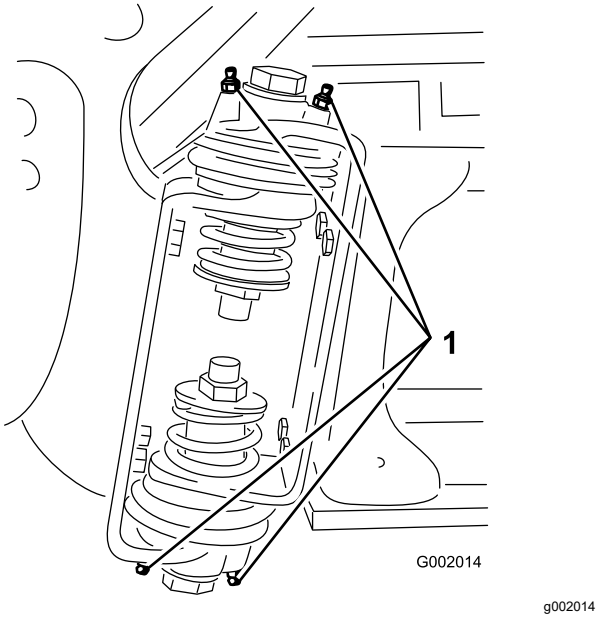

Figur 73
2. Pumpa in fett i lagret eller bussningen vid varje nippel (Figur 73).